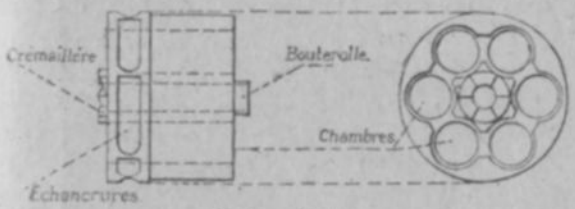

Fig. 3. — Barillet.
49. Le *barillet* (fig. 3) est percé de six chambres placées symétriquement autour d'un canal cylindrique dans lequel s'engage l'*axe du barillet*. Chaque chambre est précédée d'une *feuillure* pour le bourrelet de la cartouche; les cloisons sont supprimées entre les feuillures.